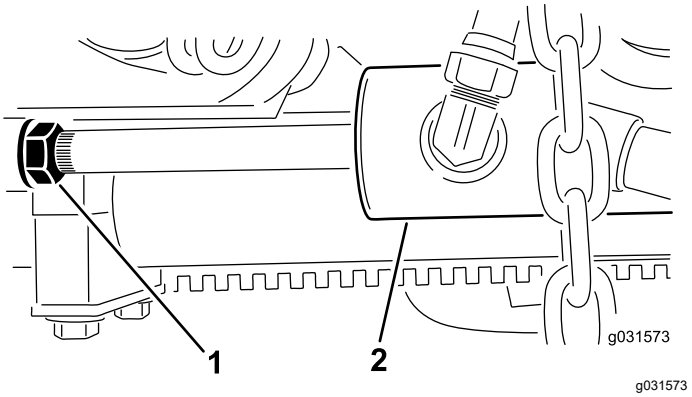

Figur 14
B. Flytta kontramuttern på cylindern bakåt (Figur 14).